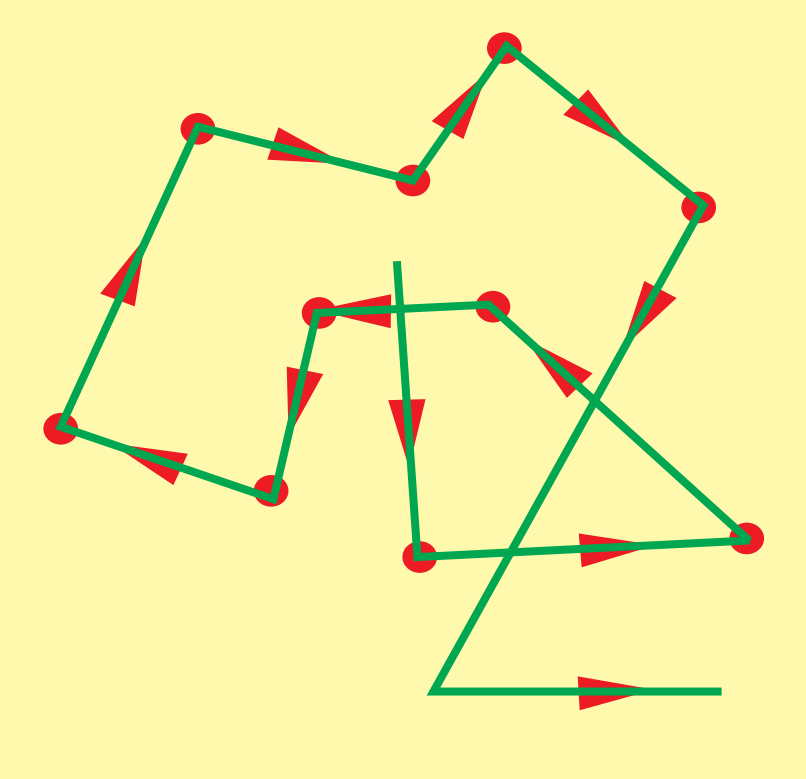

Fig. 2.9 Brownian movement
(3) Mechanical properties : Brownian movement : Botanist Robert Brown suggested in 1827 that if the pollen grains of the flower are placed in water, then they do not remain stationary but continuously and randomly move. Phenomenon similar to this was noted later on for the colloidal particles when the colloidal particles were observed under the instrument like ultramicroscope, they were moving continuously in zigzag directions as shown in fig. 2.9.